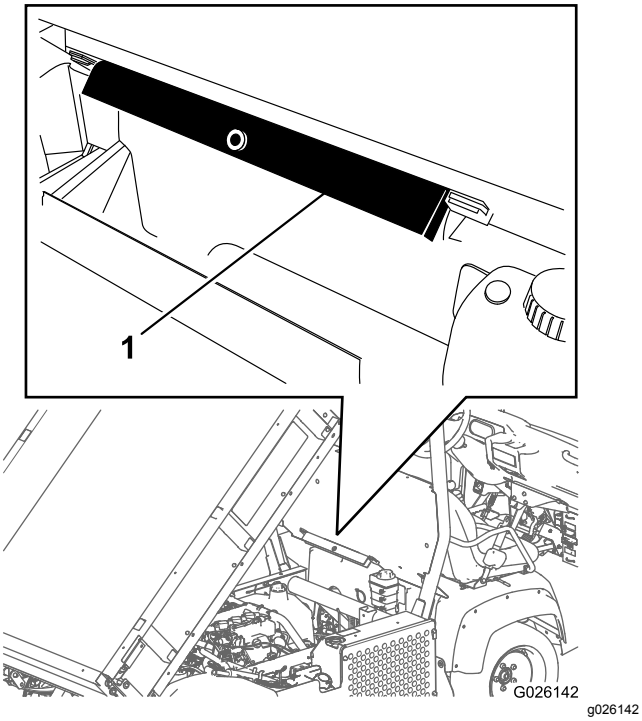

Figur 12
2. Fjern ladstøtten fra opbevaringsbeslagene bag på styrtbøjlepanelet (Figur 12).